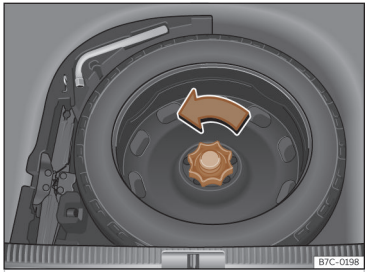

Abb. 237 Im Gepäckraum: hochgeklappter Ladeboden
- Drehen Sie das Rädchen entgegen dem Uhrzeigersinn ››› (Abb. 237).